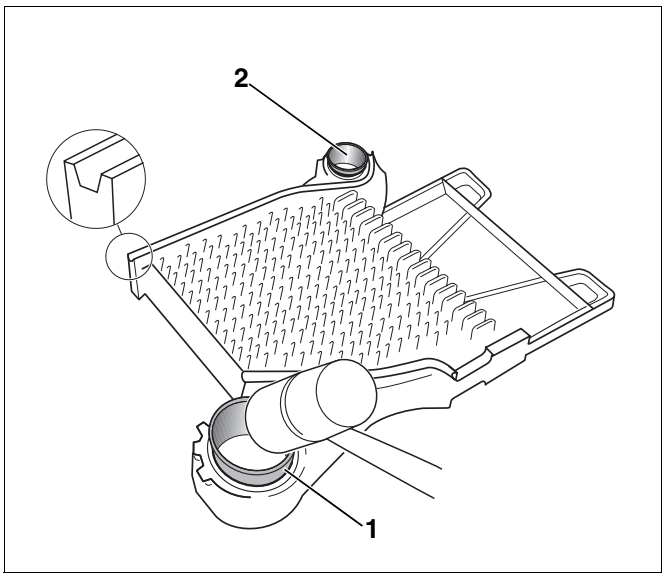

Afb. 8 Nippels aanbrengen
- Leg de nippel (afb. 8, **pos. 1** en **2**) recht in de ketelnaaf van het eindelement en sla hem er met krachtige hamerslagen kruisgewijs in.
- De bovenste nippel (afb. 8, **pos. 1**) en de onderste nippel (afb. 8, **pos. 2**) zouden na het inslagen ca. 30 mm uit de betreffende naaf moeten steken.
- Verwijder de eventueel ontstane bramen aan de nippels (afb. 8, **pos. 1** en **2**) met een vijl.